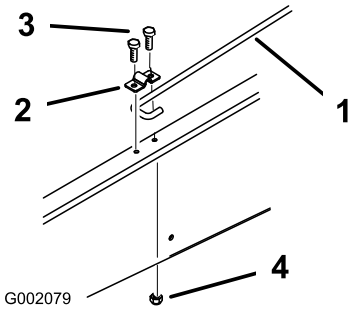

Figuur 10
6. Draai de bout los waarmee de klem van de steun is bevestigd aan het frame totdat u het J-haakeinde van de steun onder de klem kunt schuiven (Figuur 10).
7. Draai de bout vast en zet de andere kant van de klem vast met een nieuwe bout (5/16 x 3/4 inch) en een flensmoer (5/16 inch) (Figuur 10).